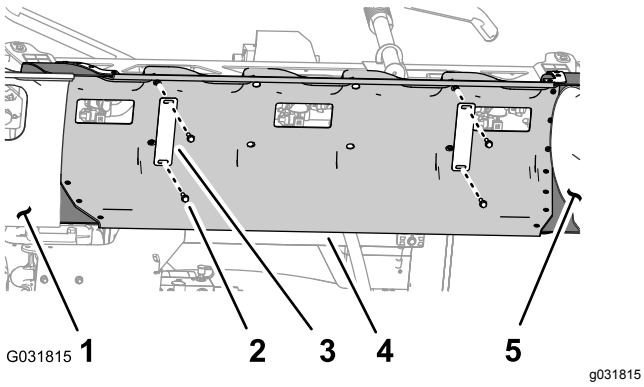

Rysunek 25
1. Przytrzymując pokrywę sekcji środkowej (11-dyszowej) wykręć 4 śruby kołnierzowe (5/16 x 1 1/4 cala) i 2 paski pokrywy mocujące pokrywę do wspornika pokrywy (Rysunek 25).